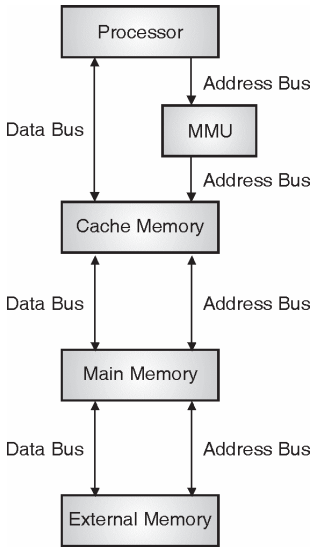

Fig. 5.11.1 : Connection of external or virtual memory to the processor
- Hence now we can say that the entire memory system interfaced to the system looks something as shown in Fig. 5.11.1. The CPU or the processor is connected to the fast memory i.e. cache memory or SRAM which is then connected to the main memory or DRAM and then to the virtual memory or the external memory.